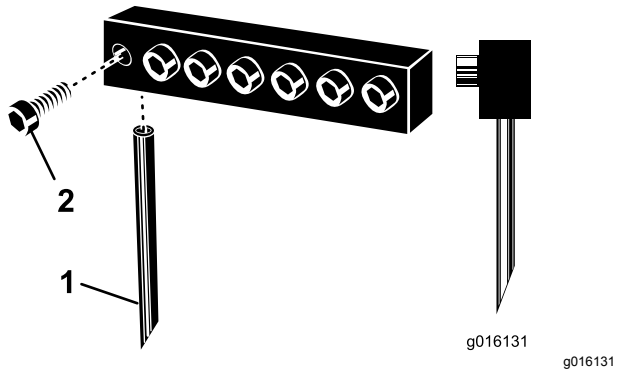

Figur 30
3. Løsne festeboltene og fjern pipene du har brukt tidligere (Figur 30).
Merk: Plasser utløsningsåpningen for hule luftepiper mot den bakre delen. Plasser tuppvinkelen for solide piper vendt mot maskinen (Figur 30).